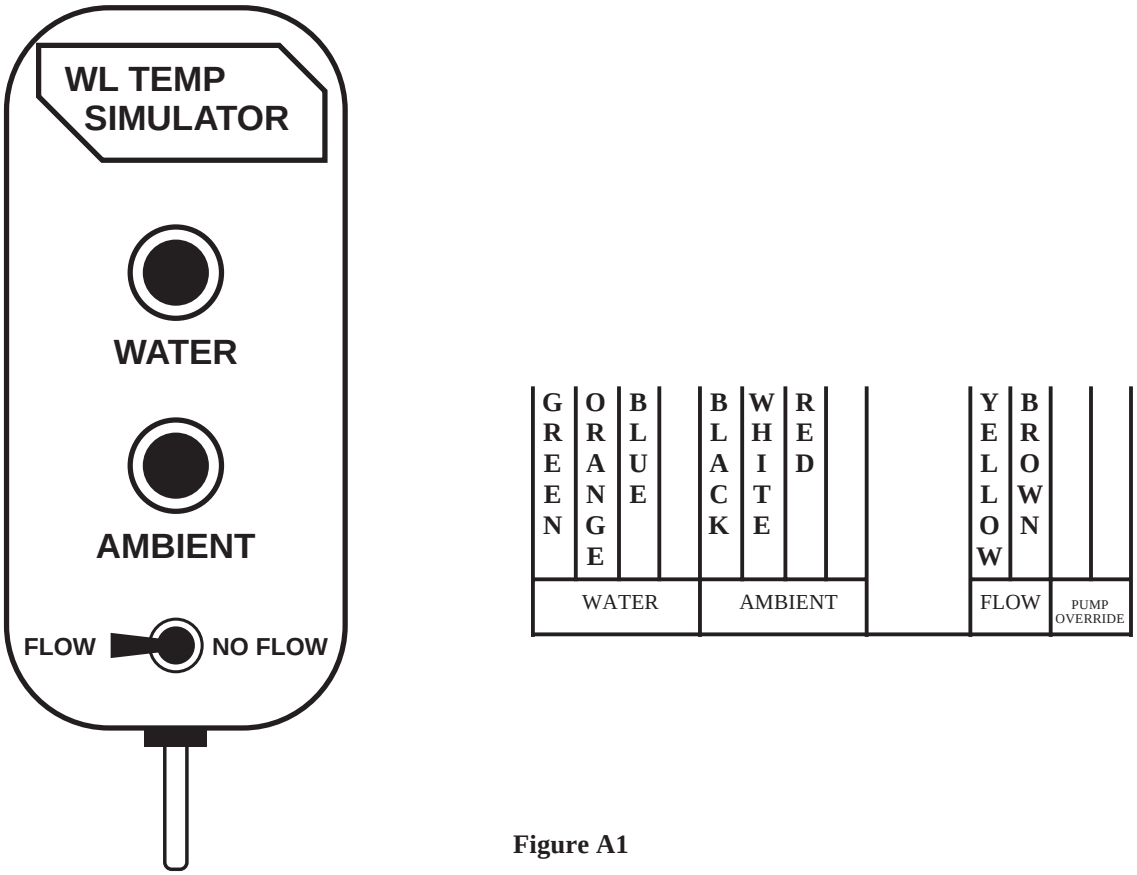

Figure A1
3) Connect simulator (use Fig. A1).